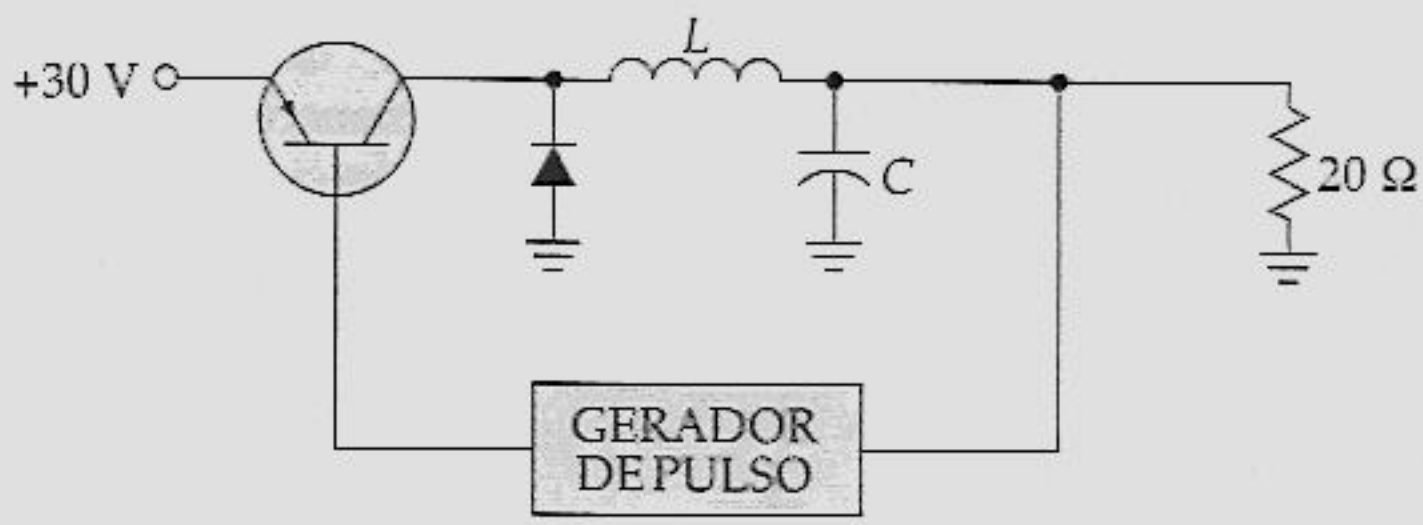

Figura 23.36
23.28 A Figura 23.36 mostra um regulador chaveado no qual o filtro *LC* é acionado pelo coletor em vez de pelo emissor. O transistor ainda funciona como uma chave e o circuito regula conforme descrito antes. Se a tensão de saída for de 15 V, qual a corrente contínua através do indutor? Se o ciclo de trabalho for de 25%, qual a corrente contínua através do diodo?